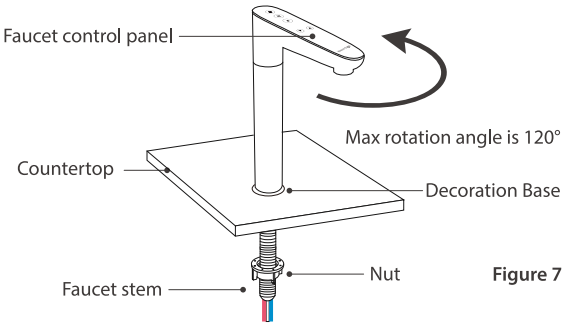

Figure 7
b. Under the sink, Slip on the nut and tighten it up. **(Figure 7)**